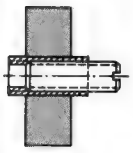
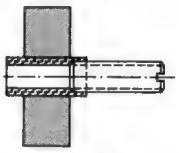

Bild 1. Kernstellung, auf die sich der listenmäßige Maximalwert der Induktivität bezieht
Bild 2. Für die vorgesehene Minimal-Induktivität sollen die Stirnflächen von Kern und Spule in einer Ebene liegen
1. Der Abgleichkern führt den magnetischen Hauptfluß. Das gilt für alle offenen Spulenaufbauten mit Stab-, Rohr- oder Gewindekernen. Bei solchen Spulen (gleichgültig, ob sie als Zylinder-, Kreuzwickel- oder Kammerspulen ausgeführt sind) läßt sich eine maximale Induktivität L_{max} nur in einer bestimmten (eindeutigen) Kernstellung erreichen *(Bild 1)*. Die minimale Induktivität L_{min} wird dagegen auf eine Kernstellung bezogen, bei der sich der Kern außerhalb der Wicklung befindet und die Stirnflächen von Kern und Spule in einer Ebene liegen *(Bild 2)*. Hierbei ist es üblich, den Abgleichbereich auf die Induktivität L_{max} zu beziehen: